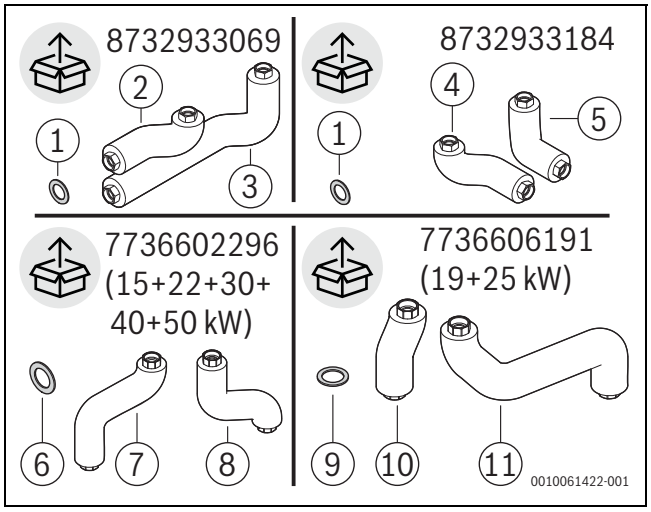

Afb. 3 Optionele leidinggroepen
- Leidinggroep voor zijaansluiting van de warmtepomp (links, rechts of naar achteren), afhankelijk van de installatievariant; →afb. 3, [1 – 5].
- Leidinggroep voor aansluiting op cv-circuitset (→afb. 3, [6 – 11]).